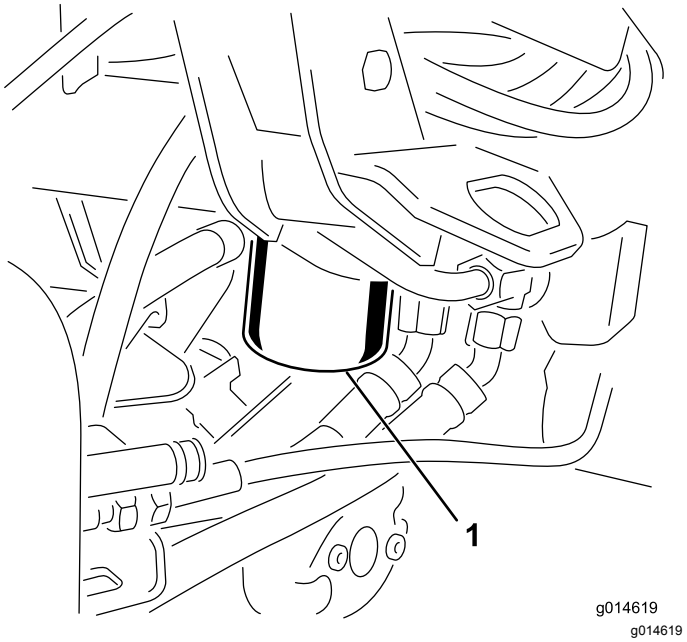

Figur 39
3. Plasser et tappefat under hydraulikkfilteret på den høyre siden av motoren (Figur 39).
5. Fjern det gamle hydraulikkfilteret fra filterhodet og monter raskt det nye hydrauliske filteret (Figur 39) ved å skru det på for hånd til pakningen kommer i kontakt med filterhodet. Stram deretter filteret ytterligere en ¾ vridning.